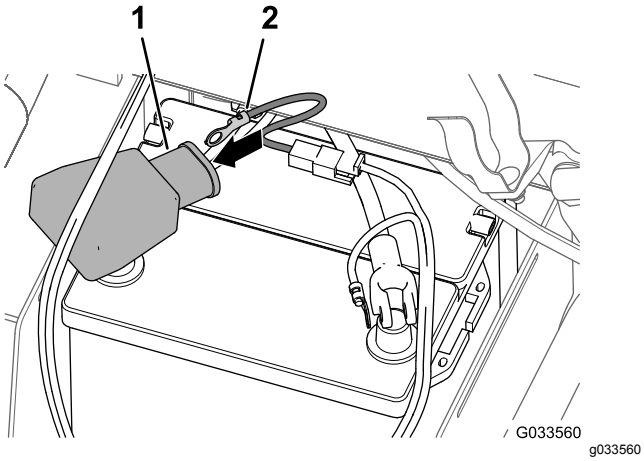

Figur 29
4. Innrett ringterminalen til smeltekontakten (sprederens ledningssats) gjennom det brede batteridekselet som vist i Figur 29.